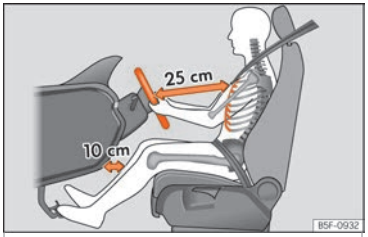

Fig. 3 The correct distance between the driver and the steering wheel must be at least 25 cm (10 inches).
- Move the steering wheel so it is at least 25 cm (10 inches) away from the sternum ››› Fig. 3 and you can hold it with both hands on both sides, on the outer part, with your arms slightly bent.
- Move the seat in such a way that you can step on the pedals with your knees slightly bent and with a distance between the knees and the dashboard of at least 10 cm (4 inches) ››› Fig. 3.